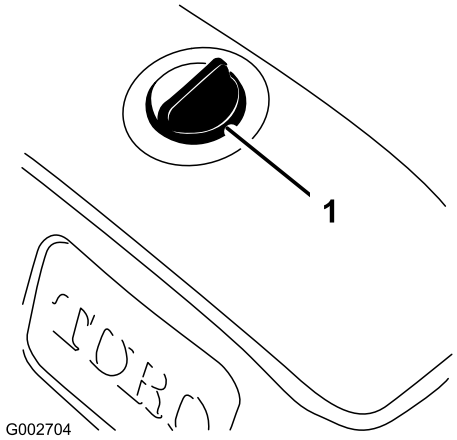

Figur 15
1. Gör rent omkring locket till hydrauloljetanken för att förhindra att skräp kommer in i tanken (Figur 15).